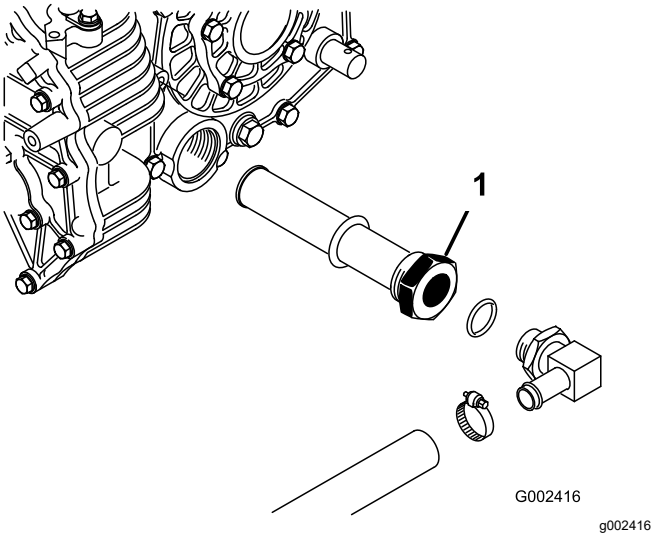

Figur 68
5. Læg mærke til hydraulikslangens retning og 90-grader-beslaget, som er tilsluttet filteret på siden af beholderen (Figur 68).